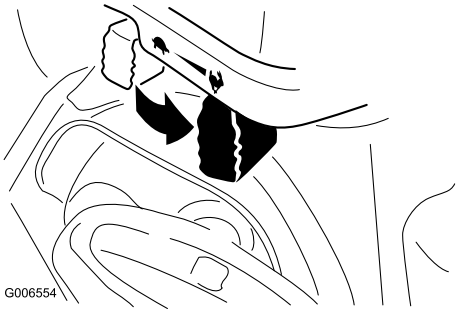

Figur 23
6. Flyt gashåndtaget til positionen Fast (hurtig) (Figur 23).